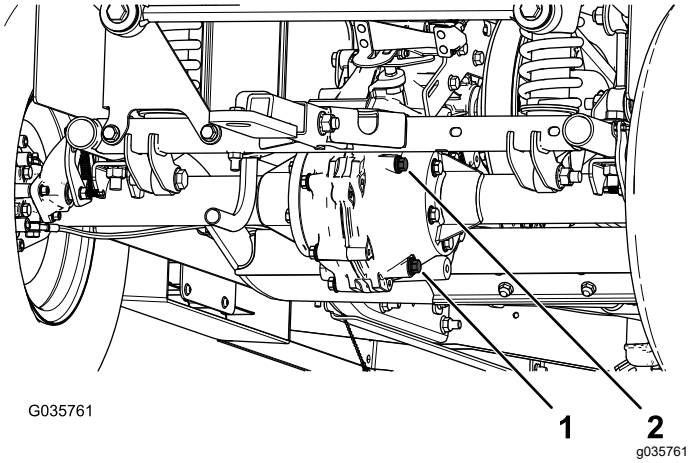

Figuur 56
4. Verwijder de vulplug op de transaxle (Figuur 56).
5. Als het vloeistofpeil te laag is, verwijder dan de vulplug en vul bij met de aanbevolen vloeistof tot deze uit de opening stroomt (Figuur 56).
1. Plaats een opvangbak onder de aftapplug (Figuur 56).
2. Verwijder de vulplug en de pakking (Figuur 56).
3. Verwijder de aftapplug en de pakking, en laat alle vloeistof weglopen (Figuur 56).